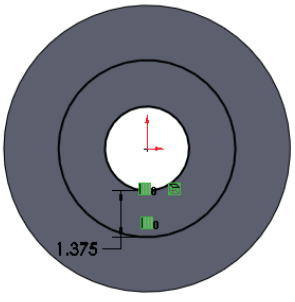

Figure 2-30 *Sketch created by using the* ***Convert Entities*** *and* ***Offset Entities*** *tools*
5. Choose the **Convert Entities** button from the **Sketch CommandManager**; a sketch is created by projecting the selected edge into the current sketching plane, refer to Figure 2-30. Next, press the ESC Key to exit the tool.
9. Choose the **OK** button ( ) from the PropertyManager; a new sketch entity is created at an offset distance of 1.375 from the selected sketch entity, as show in Figure 2-30.